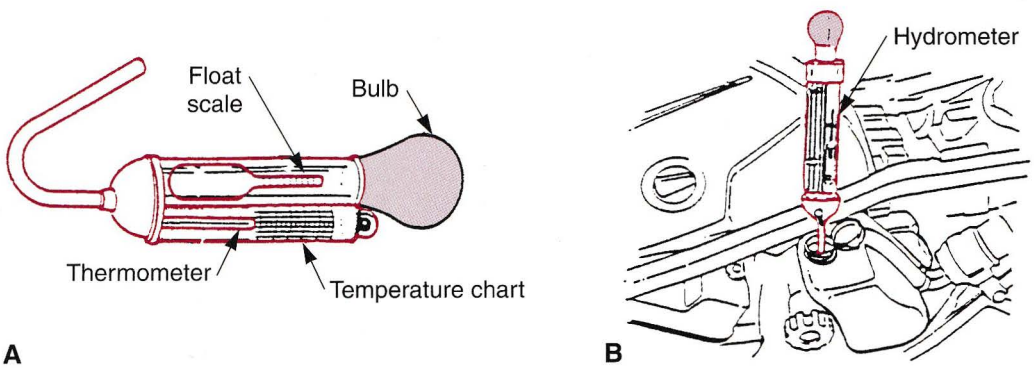

Figure 11-11. A—A typical coolant hydrometer. B—Using the hydrometer to check the coolant temperature range. (Honda Motor Co., Ltd.)
2. Holding the hydrometer in a straight, vertical position, squeeze the bulb and pull enough coolant into the glass tube to raise the hydrometer float, **Figure 11-11.** Make sure the float does not touch the sides of the large tube.